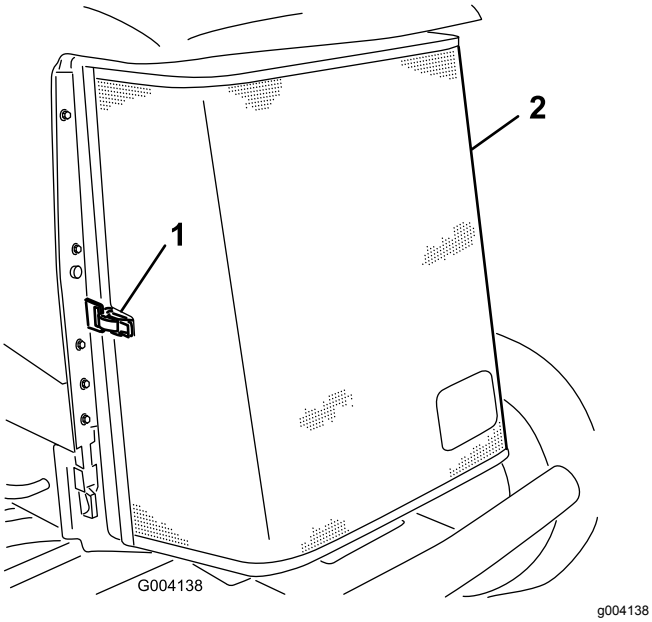

Figur 57
3. Lossa klämman och vrid upp det bakre gallret (Figur 57).